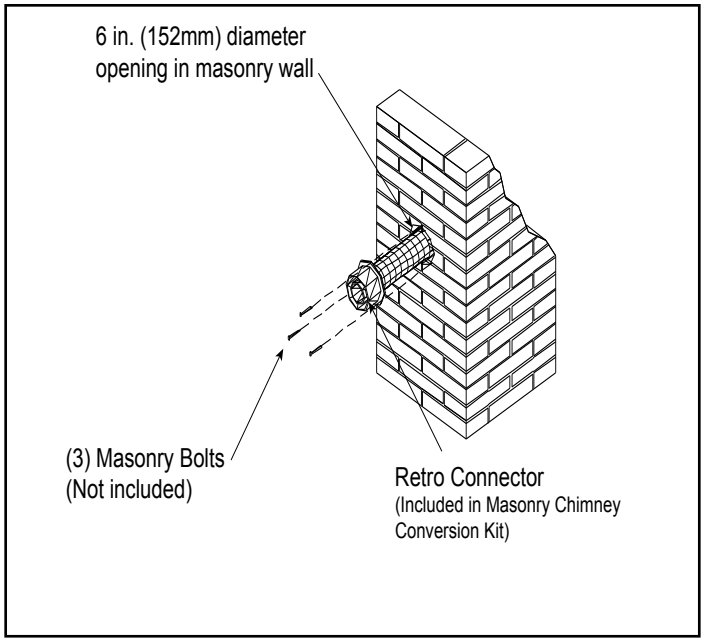

Figure 4.18
9. Attach the flex to the retro connector. Use three sheet metal screws to attach the flex liner to the connector. Mount the retro connector to the masonry wall using masonry bolts. See Figure 4.18. Redrill larger holes on connector as needed. Be careful to ensure that the connector is centered in the opening and the mounting holes line up with the masonry wall.